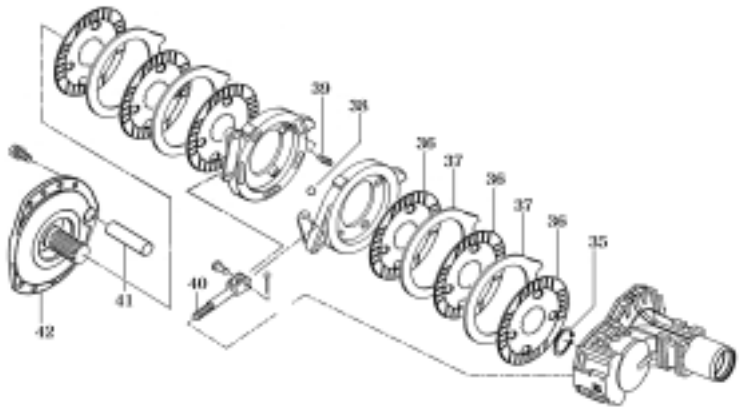

Fig.7-6
6) Remove the brake metal tightening bolts and remove brake metal(42) with wheel pinion and the disc brake assembly on it
7)Remove the snap ring(35) of wheel pinion(10) (Fig.7-6) And individually separate the friction plates,actuator and separator plates from each other.